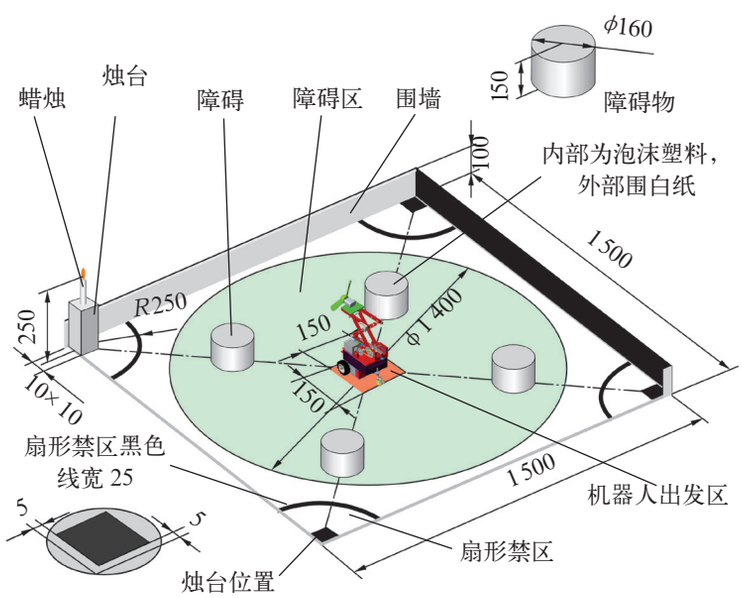

图 1.17　机器人高台灭火场地（单位：mm）
- 图 1.17 是机器人灭火作业的场地示意，总体尺寸为 1 500 mm × 1 500 mm。机器人的出发区在场地中心的橙色方框内，从场地的四个角落中任选一个摆放蜡烛（火源）。蜡烛火焰高度为 250 mm。场地的每个角落都设有一个黑线（宽 25 mm）标志的扇形禁区，机器人不得进入。四个障碍物应分别摆放在场地障碍区中的任意位置。